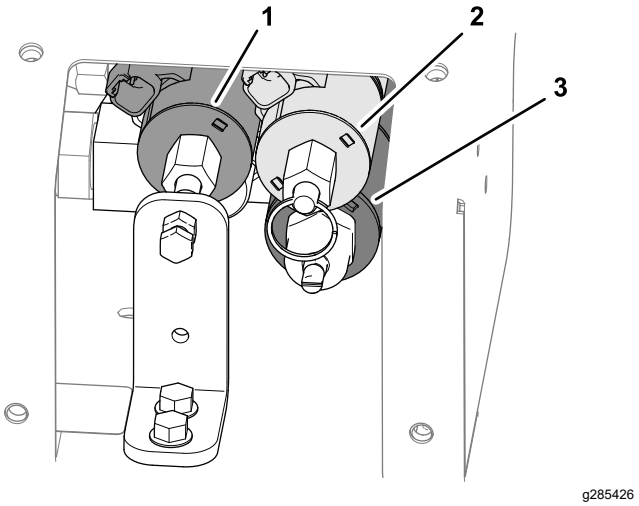

Figur 33
3. Finn de tre kontrollventilene (Figur 33).